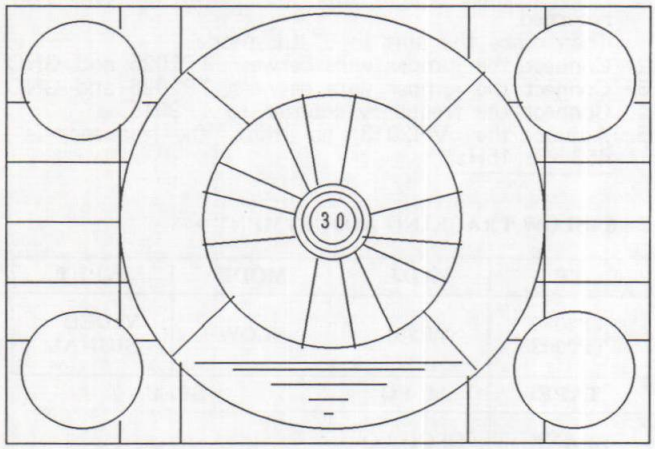

Fig. E6
2. Adjust VR2010 on the Servo pack (VEP02266A) so that the V–dancing does not appear on the TV monitor as shown in Fig. E6.